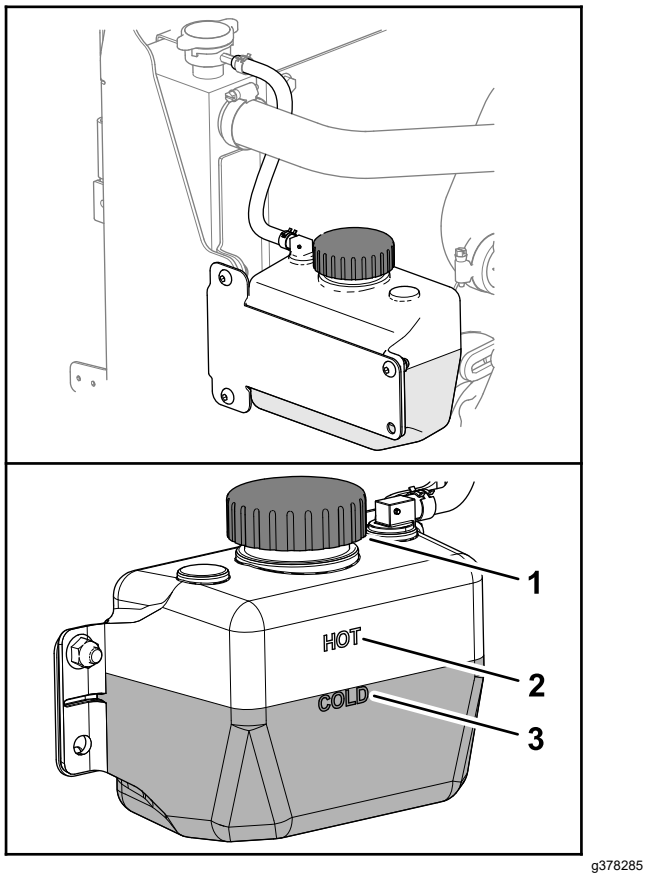

Figura 135
3. Verificai nivelul lichidului de răcire din rezervor (Figura 135).